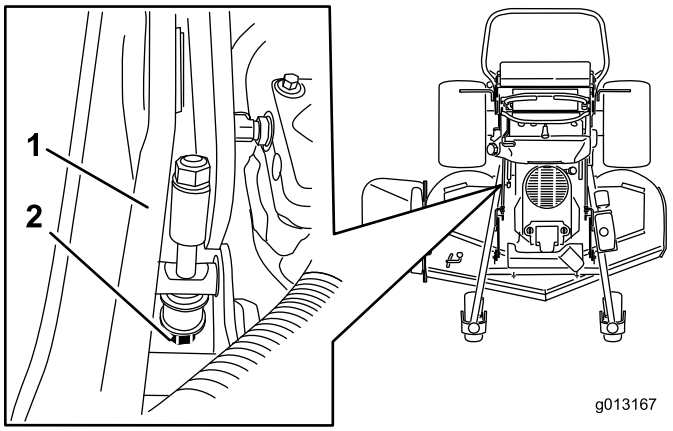

Figure 88
5. If it does not measure correctly, locate the height-of-cut rod on the right side of the machine (Figure 88).
6. Adjust the adjustment bolt until the blade tips match 3 inches (7.6 cm) (Figure 88).